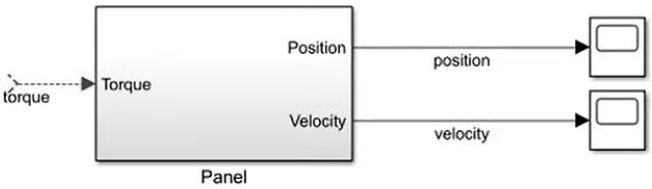

Figure 2
f. Attach two scopes to observe the position and velocity. Select the components and right-click → Create a subsystem from the selection to make a Sub System. The final model for the Motion of the Solar Panel will look as shown in Figure 2.